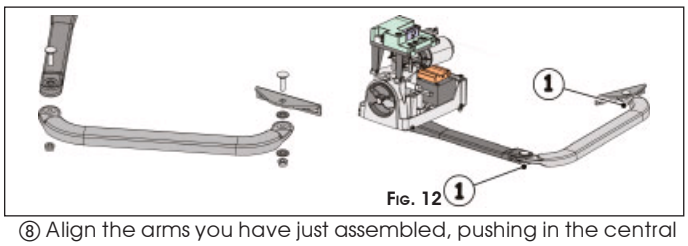

Fig. 12
⑦ Assemble the rest of the arm as illustrated in Fig.12.
For correct operation, tighten the two securing screws (Fig.12 ref.①) and then loosen them by about 1/2 turn to enable rotation without any friction on the arms.